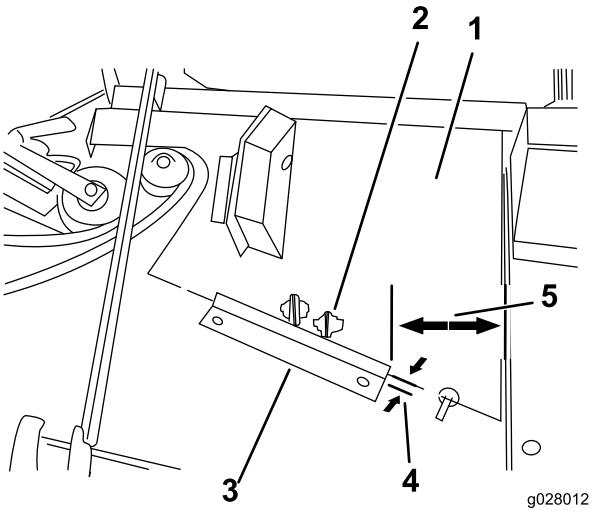

Figur 15
4. Brug de mål, der er vist i Figur 15, til at finde monteringspositionen for fjederbeslaget på klippeskjoldet.
Bemærk: Sørg for at montere modvægten på den korrekte tap på klippeenhedens fjederbeslag (Figur 15).